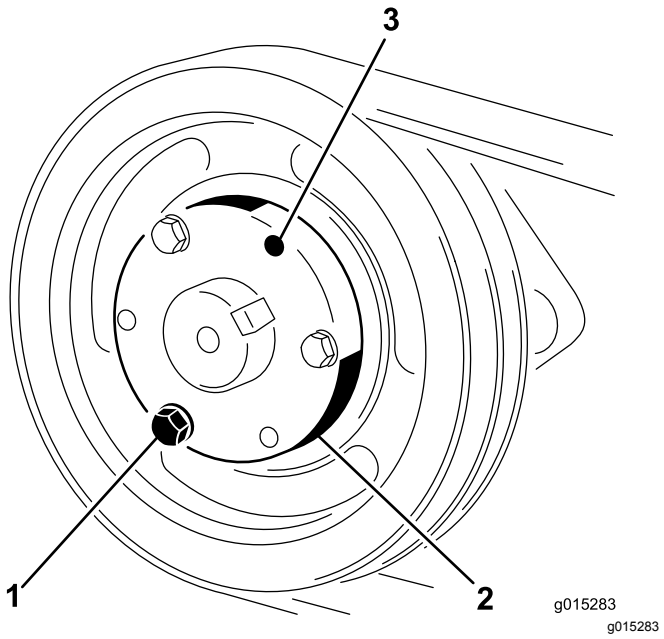

Figur 26
1. Fjern bolter og låseskiver én om gangen, og skru dem inn i tilstøtende hull (Figur 26).